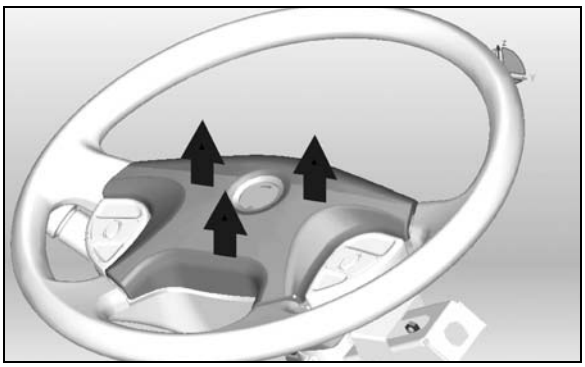

**FIGURE 11: REMOVING THE HORN PAD**
2. Pull the horn pad straight up gently to detach it from the steering wheel (Figure 11).